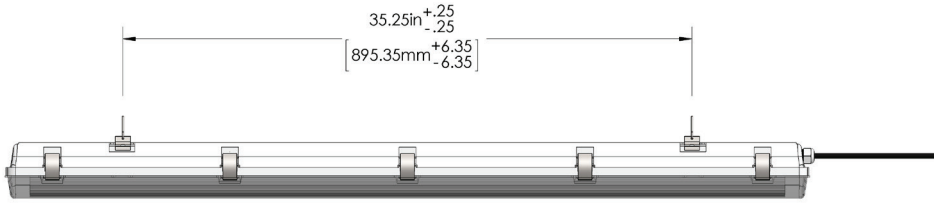

FIG 3
2. Mark locations to for Surface Mount Cable Attachment. (FIG 3)